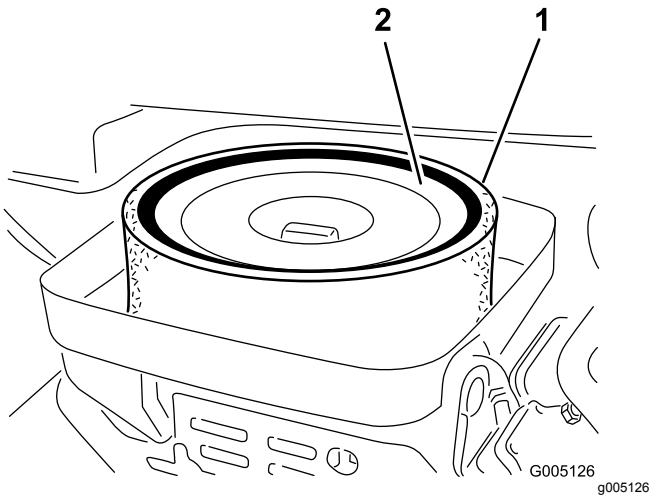

Figur 41
3. Fjern vingemøtrikken, der fastholder elementerne på selve luftfilteret (Figur 41).
4. Hvis skumindsatsen er snavset, skal det fjernes fra papirindsatsen (Figur 41). Rengør det grundigt som følger: